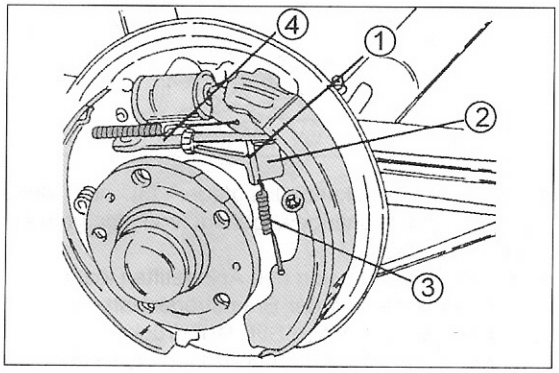

Bild 304
- Bei der nächsten Arbeit muss man Bild 304 folgen. Die Feder (3) in den Bremsbacken einhängen und an der Oberseite mit dem Verstellhebel (1) verbinden.